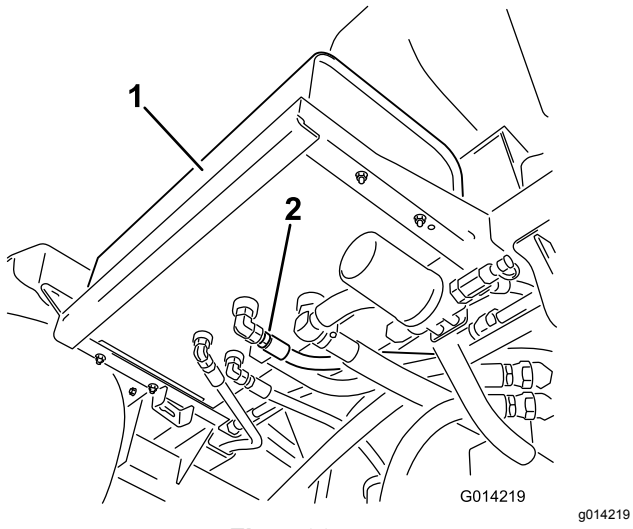

Figur 93
2. Rengjør området rundt en hydraulikkslangenippel nederst på hydraulikkvæsketanken (Figur 93).
4. Fjern slangenippelen fra tanken og la væsken renne ut i tappefatet (Figur 93).